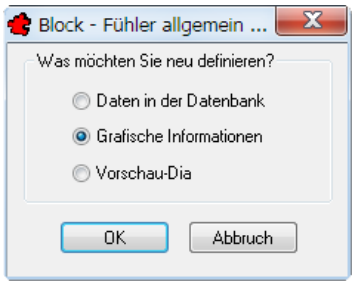

Bild 28.57 – Neudefinition der Block-Elemente
- Wählen Sie nun **nochmals** den betreffenden Block in der *Blockverwaltung* und rufen Sie über das Listenmenü der Blöcke *Neu definieren* auf. Wählen Sie im Dialogfeld *Block* die Option *Grafische Information* und bestätigen Sie (Abb. 28.57).